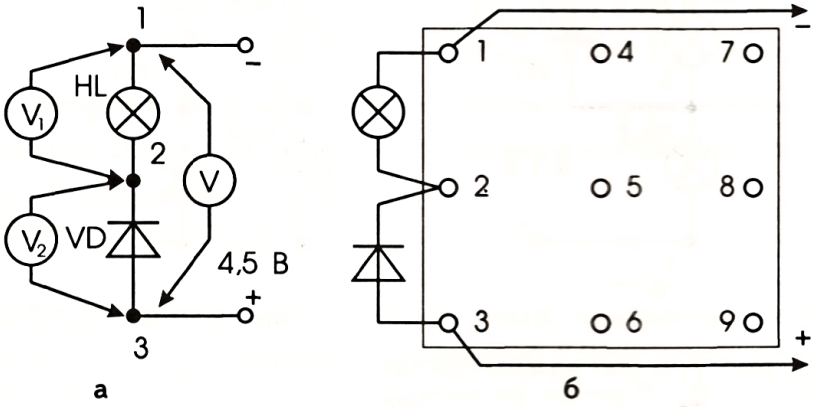

Рис. 4
1. Соберите цепь по рис. 4. Убедитесь, что лампа **HL** горит. Объясните, почему.